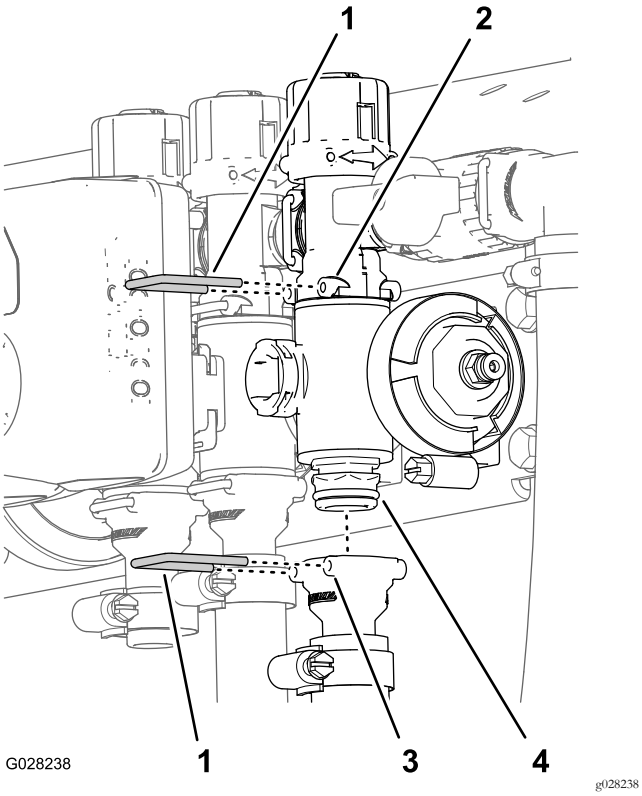

Figura 115
2. Retire a fixação que fixa o coletor da válvula de secção ao encaixe da distribuição (Figura 115).